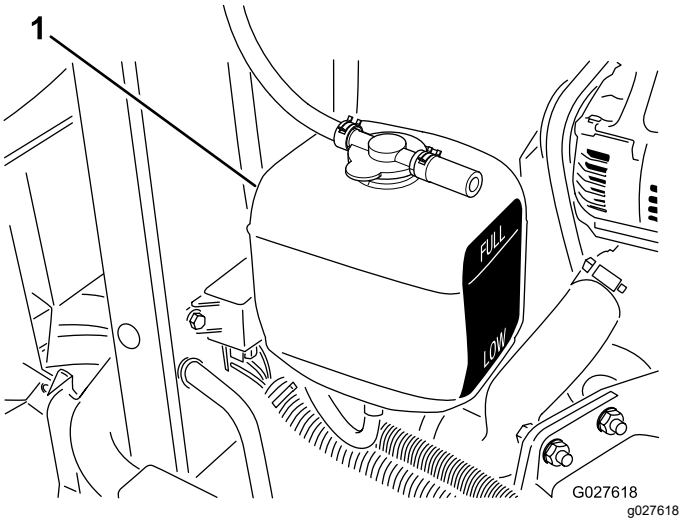

Figuur 71
3. Controleer het koelvloeistofpeil in de expansietank (Figuur 71).